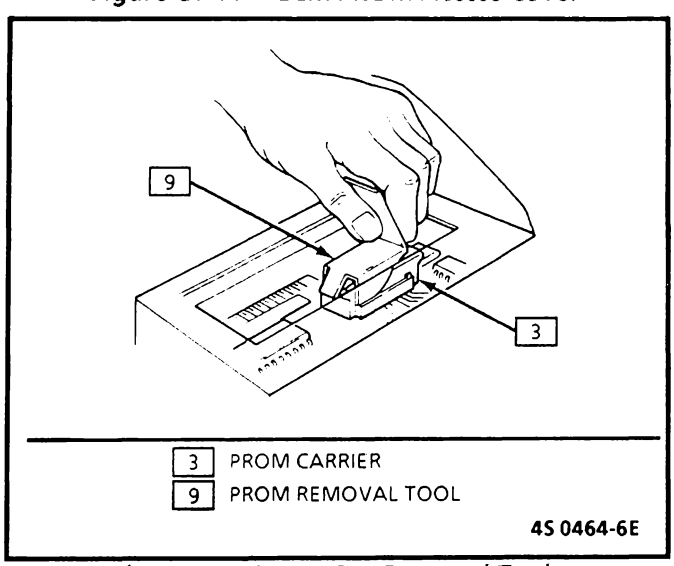

Figure C1-12 - PROM Removal Tool
5. PROM assembly. (Figure C1-12)
Using the rocker-type PROM removal tool, engage one end of the PROM carrier with the hook end of the tool (see Figure C1-12). Press on the vertical bar end of the tool and rock the engaged end of the PROM carrier up as far as possible.